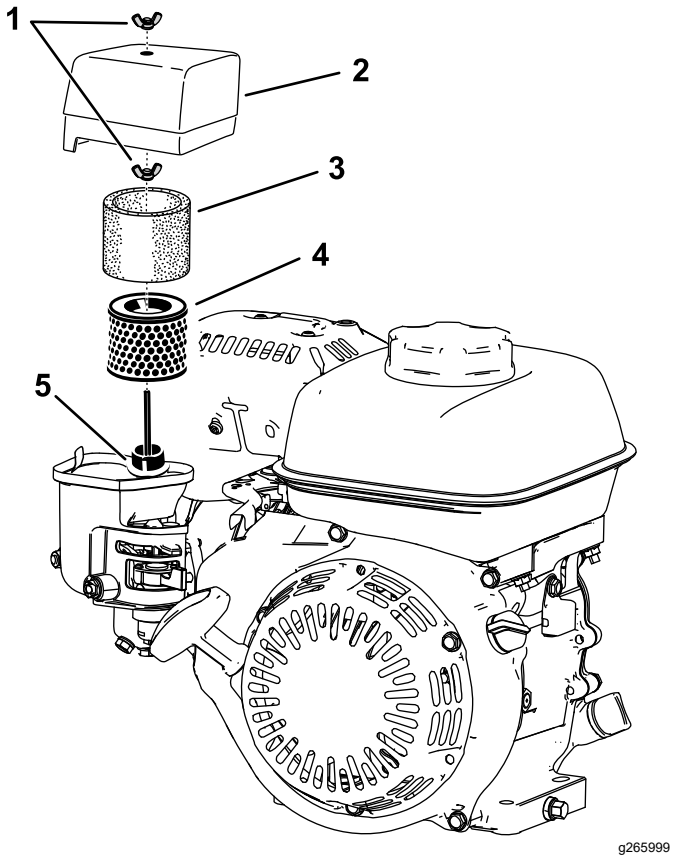

Figure 27
2. Retirez l'écrou à oreilles qui fixe le couvercle du filtre à air (Figure 27).